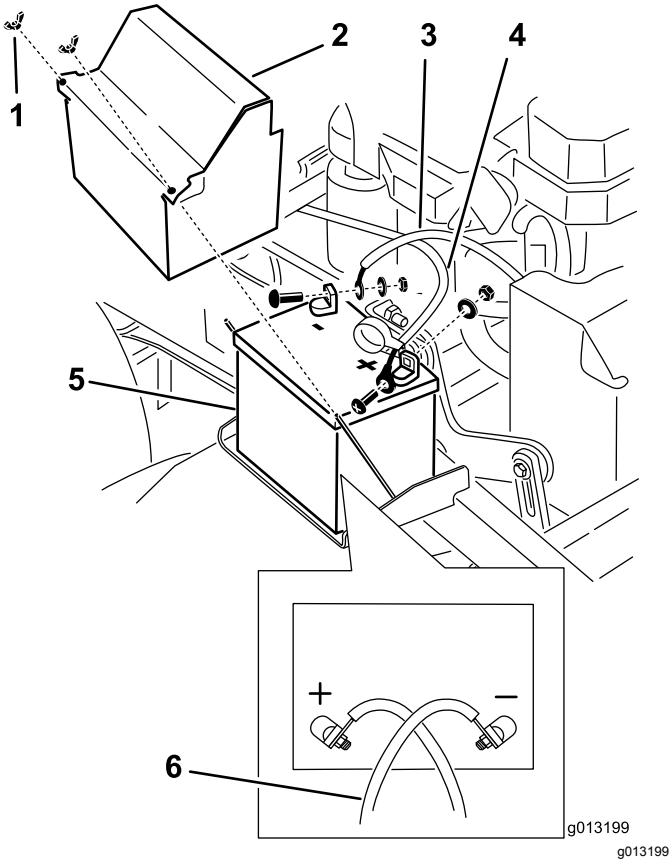

Figur 52
3. Lossa batteriets minuskabel från batteriets minuspol (–) (Figur 52).
5. Lossa batteriets pluskabel (röd) (Figur 52).
6. Ta bort batterilåsfästet och batteriet (Figur 52).
1. Sätt in batteriet i maskinen (Figur 52).
3. Montera pluskabeln (röd) på batteriets pluspol (+) med en mutter, bricka och bult (Figur 52).
5. Montera batteriets minuskabel och jordkabeln till batteriets minuspol (–) med en mutter, bricka och bult (Figur 52).
Obs: Batterikablarna korsar varandra när de är korrekt placerade (Figur 52).